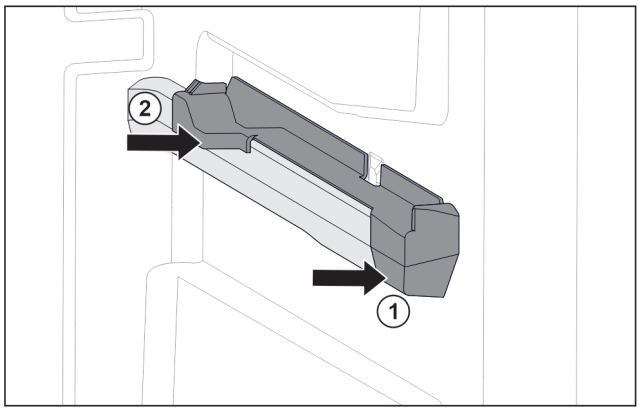

Fig. 86 Aufsteckteil auf der rechten Behälterrippe
▶ Aufsteckteil vorne an Behälterrippe ansetzen. *Fig. 86 (1)*
▶ Aufsteckteil hinten andrücken. *Fig. 86 (2)*